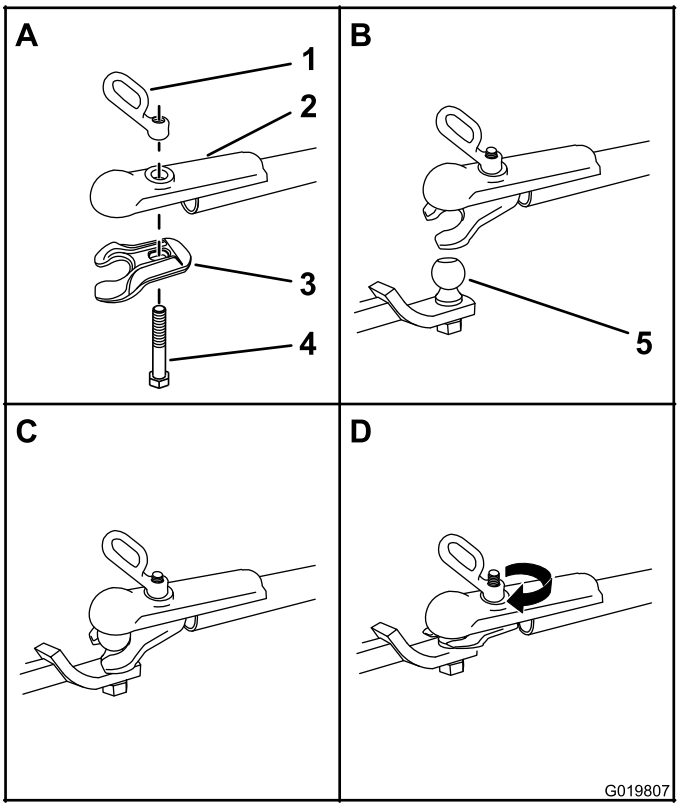

Figura 20
1. Aplique sellador de roscas no permanente a las roscas del perno del acoplamiento para evitar que la manivela del acoplamiento se afloje (Figura 20).
3. Introduzca el perno hacia arriba por la mordaza del acoplamiento y el segmento superior, y conecte la manivela del acoplamiento al perno (Figura 20).
5. Gire la manivela del acoplamiento en sentido horario para enroscarla en el perno hasta que quede firme (Figura 20).